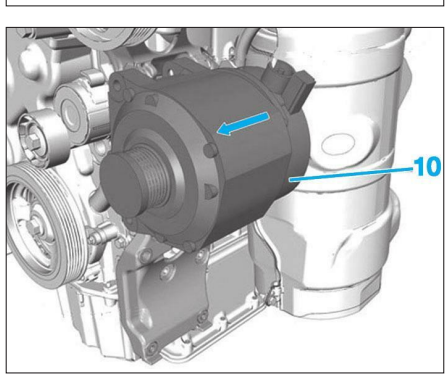

**Fig. 5**
• Déposer les vis (4) et (8) puis déposer l'alternateur (10) suivant la flèche **(Fig.5)**.